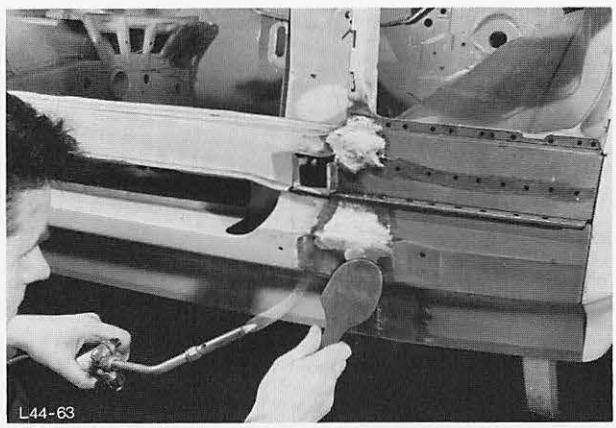

Abb. 58 Verbindungsnaht verschwemmen
18. Verbindungsnaht verschwemmen, Abb. 58.